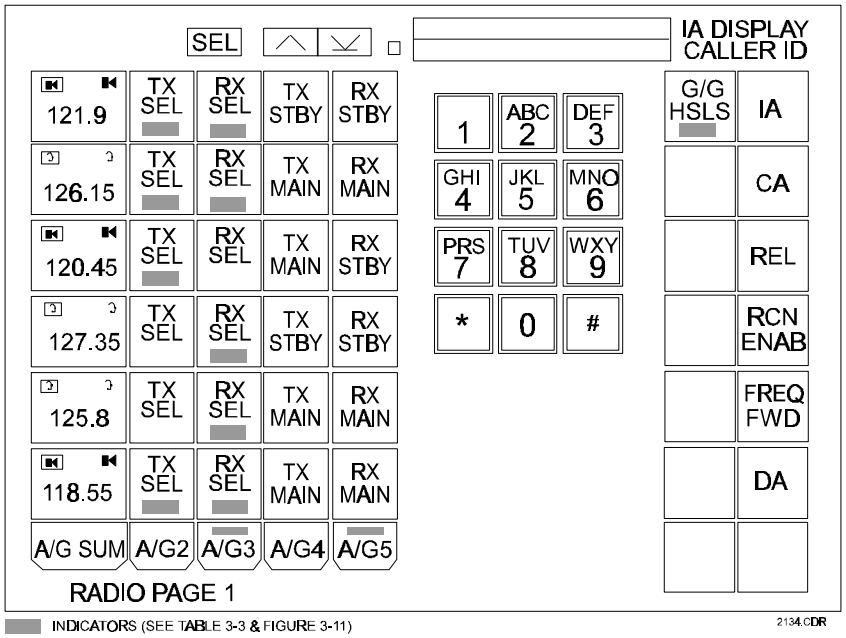
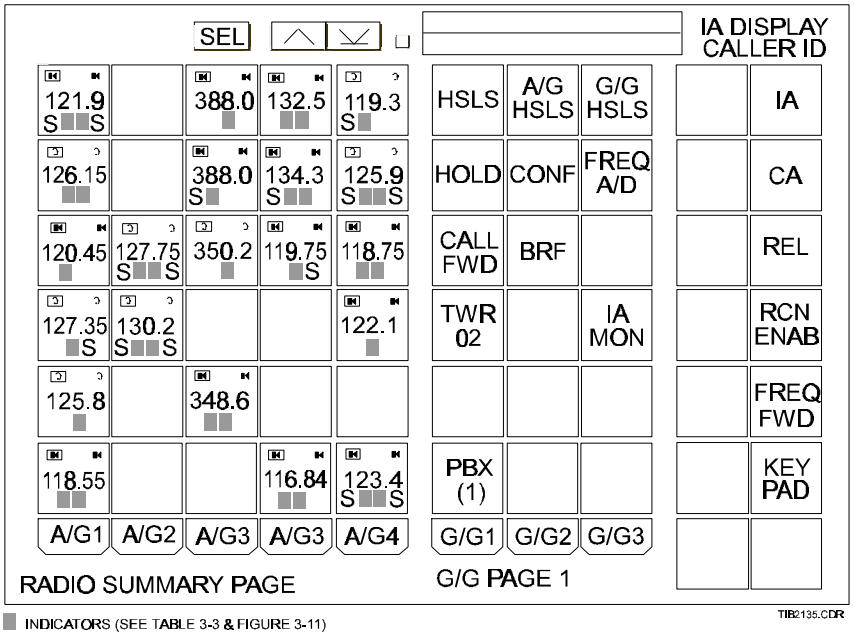

*Figure 3-9. TED Radio, DTMF Keyset, and Special Function Pages*
*Figure 3-10. TED Radio Summary, Direct Access, and Special Function Pages*
- Touch Entry Device (TED), (**Figures 3-9** and **3-10**)
**Figure 3-9** illustrates typical TED radio, direct access telephone and intercom, and special function pages. **Figure 3-10** shows the same TED with the radio summary page and G/G Page 1 visible.
| Frequency Key | On pages 1–5, identifies the radio frequency that is controlled by the 4 keys to its right. Press this key to route radio receive audio to the headset or speaker for this frequency. Refer to **Figure 3-9**. |